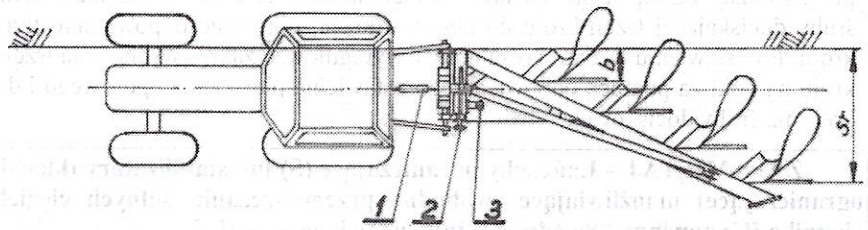

Rys. 8. Wstępna regulacja pługa.
- sprawdź wstępne wypoziomowanie pługa w kierunku podłużnym. Regulacji dokonuje się za pomocą górnego łącznika ciągnika (poz. 1 Rys. 8.)
- Opuść pług nie opierając go całym ciężarem o podłoże. Śrubą regulacji poprzecznej (poz. 2 rys. 8.) przesuwając ramę względem wieszaka ustaw szerokość pierwszego korpusu (odległość od ściany wewnętrznej opony do linii płozu pierwszego korpusu).